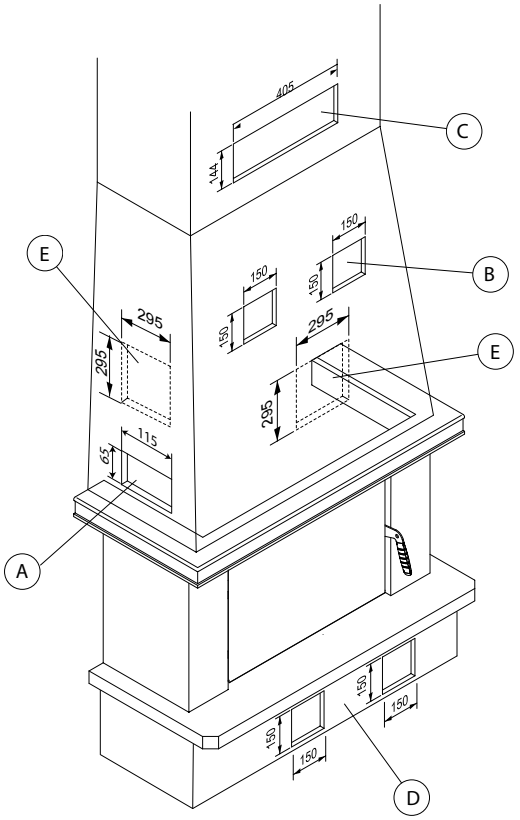

Afb. 6.5
F) De openingen moeten de op Afb. 6.5 getoonde afmetingen hebben.